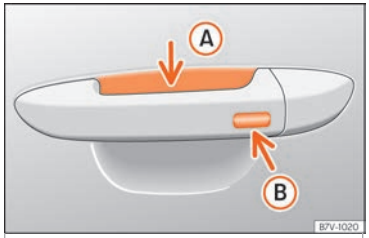

Fig. 121 Sistema di chiusura e avviamento senza chiave Keyless Access: maniglia della porta.
››› fig. 121
Keyless Access è un sistema di chiusura e avviamento senza chiave con il quale è possibile sbloccare e bloccare il veicolo senza utilizzare attivamente la chiave dello stesso. A tal fine, occorre soltanto che vi sia una chiave del veicolo valida nell'area di rilevamento corrispondente al tentativo di accesso al veicolo ››› fig. 120 A e toccare una delle superfici sensibili delle maniglie delle porte ››› fig. 121 o azionare il *softtouch*/la maniglia del portellone posteriore ››› pag. 137 ›››.
- Impugnare la maniglia di una delle porte anteriori. Facendolo si tocca la superficie sensibile ››› fig. 121 A (freccia) della maniglia e si sblocca il veicolo.
- Premere il pulsante di chiusura del telecomando e, nei 5 secondi successivi, toccare una volta la superficie sensibile di blocco della maniglia della porta del conducente ››› fig. 121 Ⓑ. Non afferrare la maniglia della porta, altrimenti il veicolo non si bloccherà. È inoltre possibile effettuare la disattivazione se il veicolo viene bloccato tramite la serratura della porta anteriore lato guida.